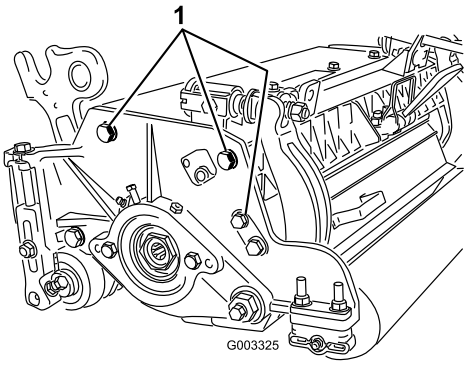

**Figur 11**
3. Fjern (2) møtrikker, der fastgør hver rulleholder og afstandsstykke til hver af sidepladens monteringsflanger.
**Bemærk:** Bagrullens position i forhold til knivcylinderen styres af maskintolerancerne for de samlede komponenter, og synkronisering er ikke nødvendig. Det er muligt at foretage begrænset justering ved at placere klippeenheden på en plade og løsne sidepladens monteringsskruer (Figur 11). Juster og tilspænd maskinskruerne igen. Tilspænd maskinskruerne med et moment på 37-45 Nm.